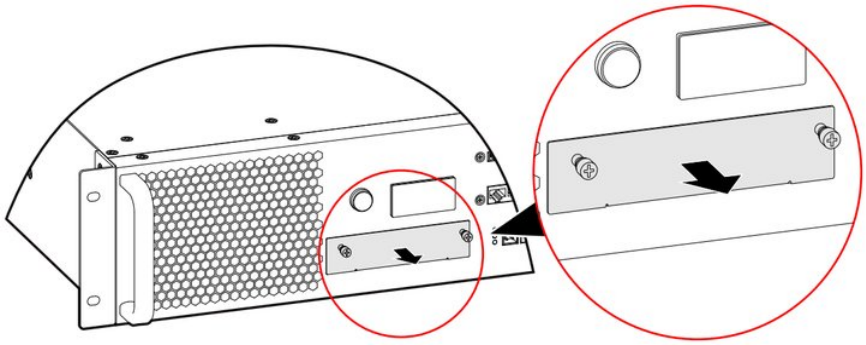

FIGURE 3-23 Dismantle the expansion card cover plate
1. Loosen the screws of the expansion card cover plate on the bypass unit and remove the cover plate, as shown in Figure 3-23.